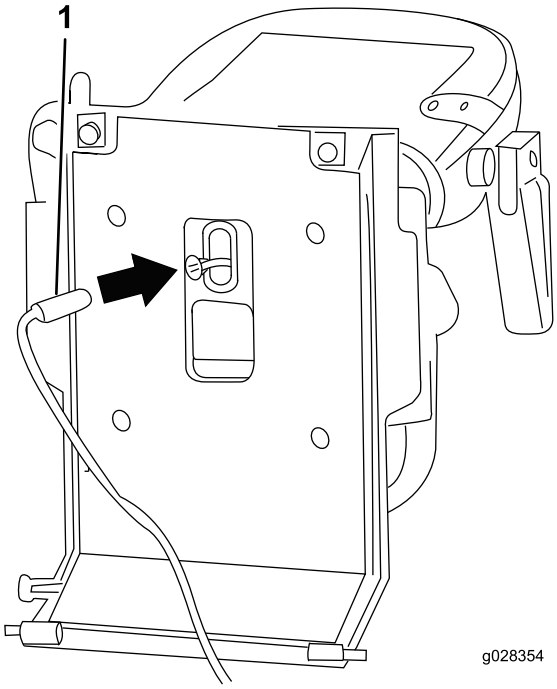

**Rysunek 5**
7. Odłącz wiązkę przewodów czujnika fotela w dolnej części fotela (Rysunek 5).